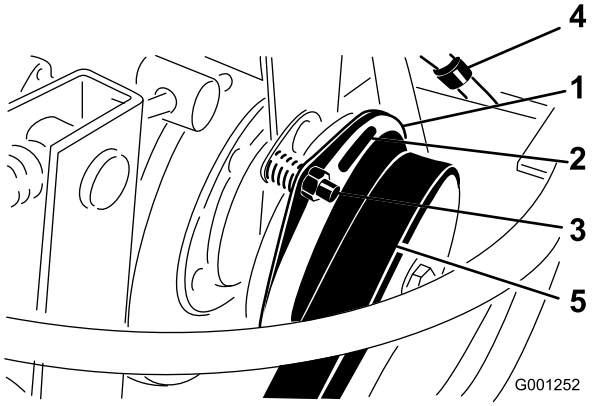

Figuur 66
3. Stel de elektrodenafstand in en wel zodanig dat u een lichte druk voelt als u een voelermaat van 0,381 mm tussen de koppelingsvoering en de frictieplaat schuift (Figuur 66). U kunt de afstand verkleinen door de stelmoer rechtsom te draaien (Figuur 66). De maximale elektrodenafstand is 0,762 mm. Stel alle 3 elektrodenafstanden af.